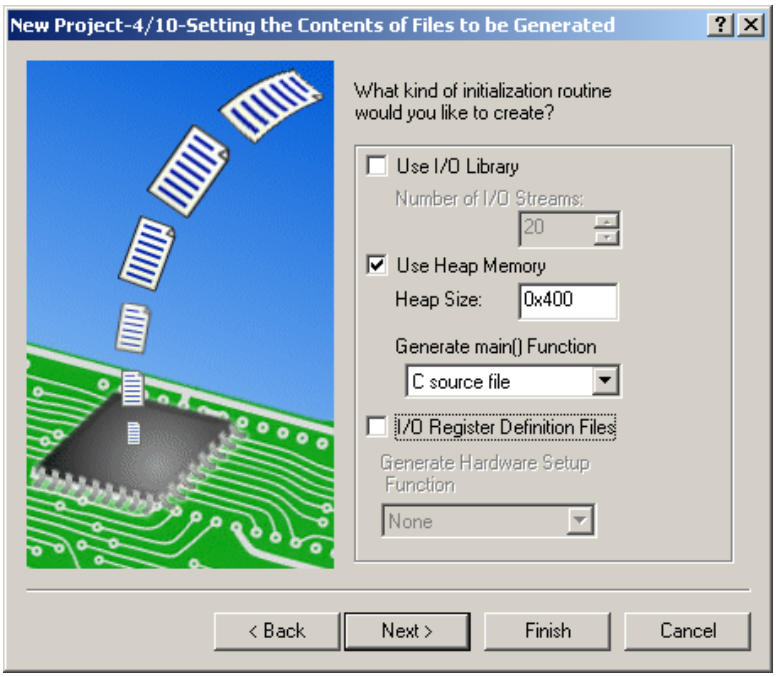

Figure 2-2 : New Project Window 4
Step 2.9 Continue to hit “Next” until you get to a window that says “New Project-4/10…” in the title bar and looks like Figure 2-2. Uncheck the box next to “I/O Register Definition Files”. Click “Next”.